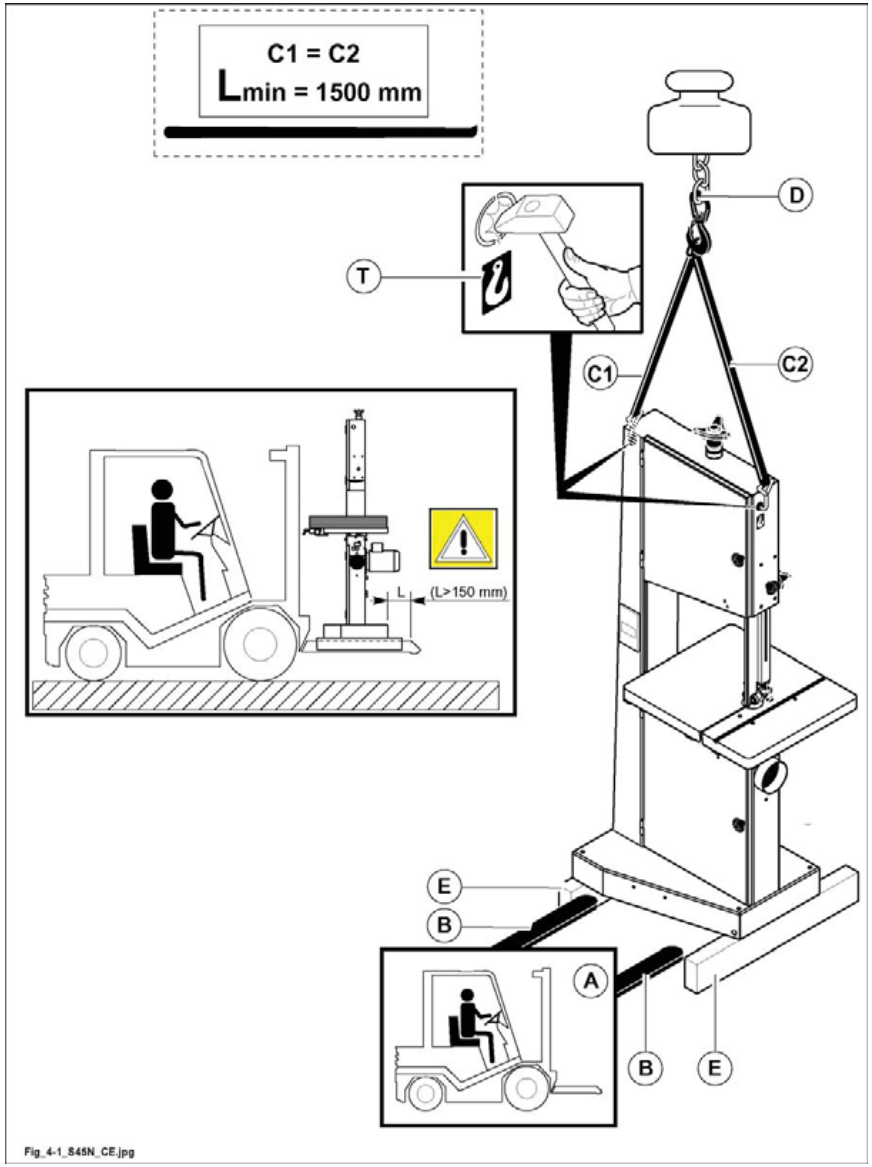

Fig. 4.1
- the machine shall be lifted by crane or other raising means by hooking the slings as shown in fig. 4.1.
– open the holes already prepared and indicated by the plate (T fig. 4.1), as illustrated;
– provide slings (C fig. 4.1) of equal lengths and capacity (belts minimum length 1500 mm);
– lift the slings and position them as is shown in the figure 4.1;
– fasten the slings to the bridge crane (D fig. 4.1) having adequate lifting power;
– move the bridge crane by small steps to allow the slings (C fig. 4.1) to settle, until optimum stability conditions are reached;
– provide a fork lift truck (A fig. 4.1) having suitable carrying capacity;
– insert the forks (B fig. 4.1) as per the figure (keeping them alongside the two feet (E fig. 4.1) and check that these protrude at least 15 cm from the rear part of the base.